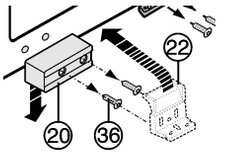

Fig. 28
- ▶ Detach the *Fig. 28 (20)* transit support.